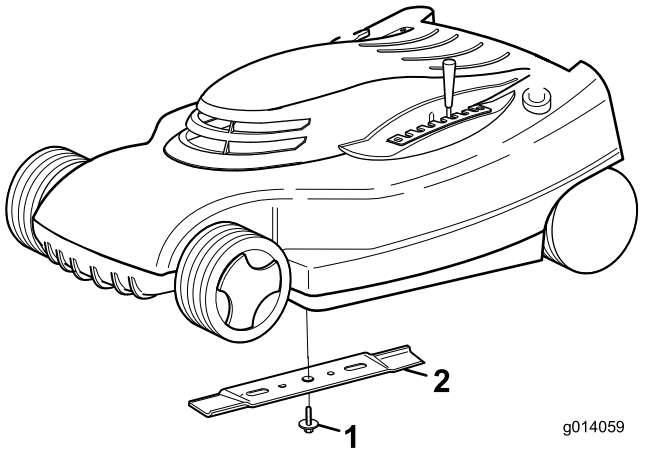

Figuur 18
1. Pak het uiteinde van het mes (Figuur 18) vast met een lap of een dikgevoerde handschoen.